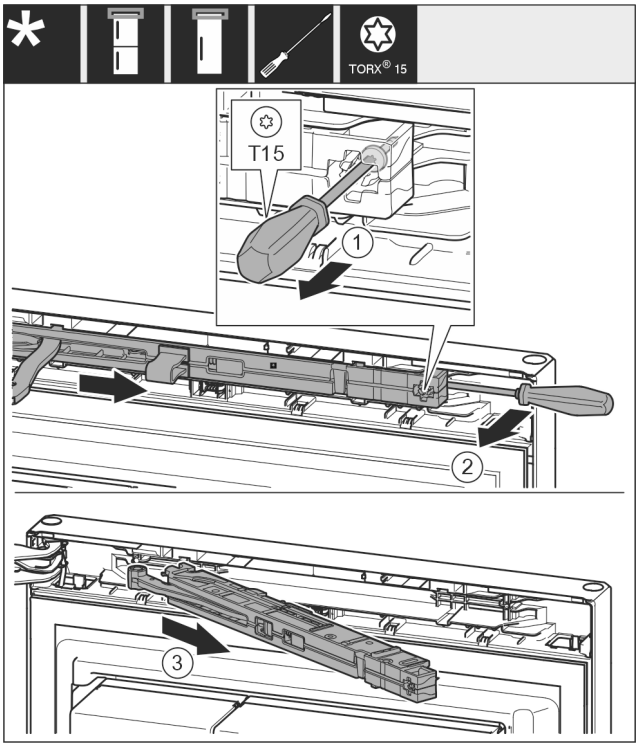

Fig. 12
▶ Schroef *Fig. 12 (1)* op sluitdemperunit met een schroevendraaier 14 mm losdraaien.
▶ Hef de sluitdemperunit *Fig. 12 (2)* aan de greepzijde naar voren met een schroevendraaier.
▶ Sluitdemperunit *Fig. 12 (3)* uittrekken.